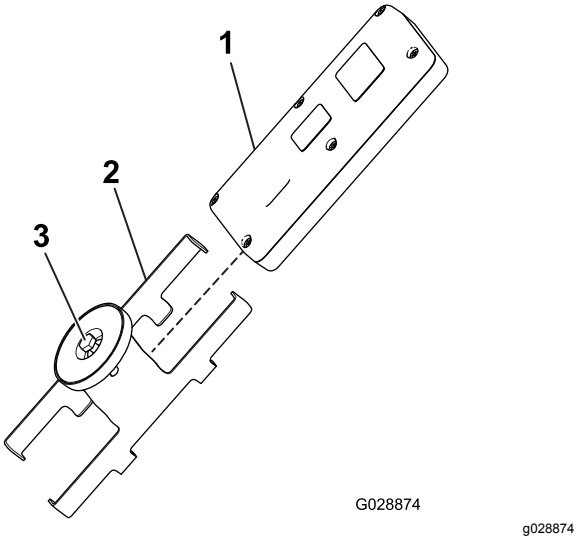

Figuur 19
5. Monteer de afstandsbediening in de magnetische beugel van de afstandsbediening, schuif de helften van de beugel samen en draai de bout in de magneet vast (Figuur 19).